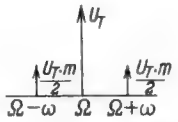

Bild 6. Die bei Amplitudenmodulation entstehenden Seitenfrequenzen
c) Aus dieser Aufspaltung der Gleichung ergibt sich schließlich die dritte Darstellungsart einer amplitudenmodulierten Schwingung (Bild 6), und man erkennt, daß der Abstand der beiden Seitenschwingungen von der Trägerfrequenz lediglich durch die Frequenz des Modulationstones bestimmt ist. Die Bandbreite eines AM-Signals ist also nur von der Breite des zu übertragenden Modulationsfrequenzbandes abhängig. Bei nichtsinusförmiger Modulation (z. B. Sprache oder Musik) tritt an die Stelle von f ein Frequenz band. Dann entstehen durch die Modulation Seitenbänder.